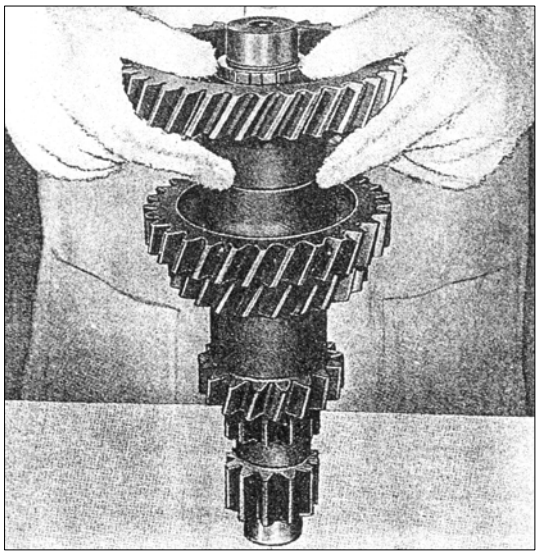

РИС. 231
2) Установите сдвоенное зубчатое колесо 3-й и 2-й передач промежуточного вала, шестерню с косыми зубьями 4-й передачи и ведомую шестерню промежуточного вала на их посадочные места на промежуточном вале (см. рис. 231).